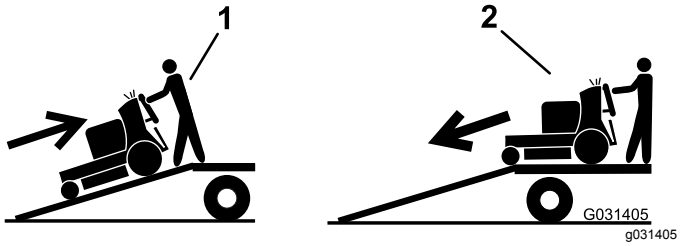

Figuur 29
5. Rij de machine achteruit op de oprijplaat (Figuur 29).